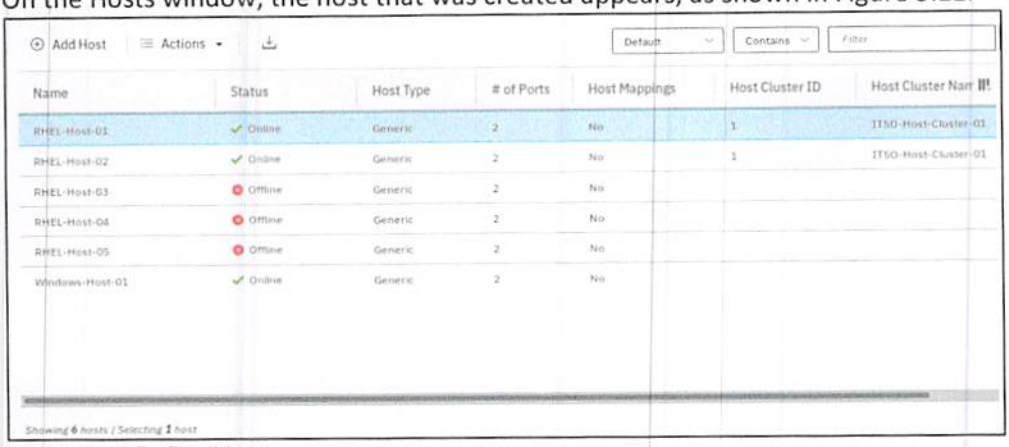

Figure 3.11 Defined hosts
9. On the Hosts window, the host that was created appears, as shown in Figure 3.11.